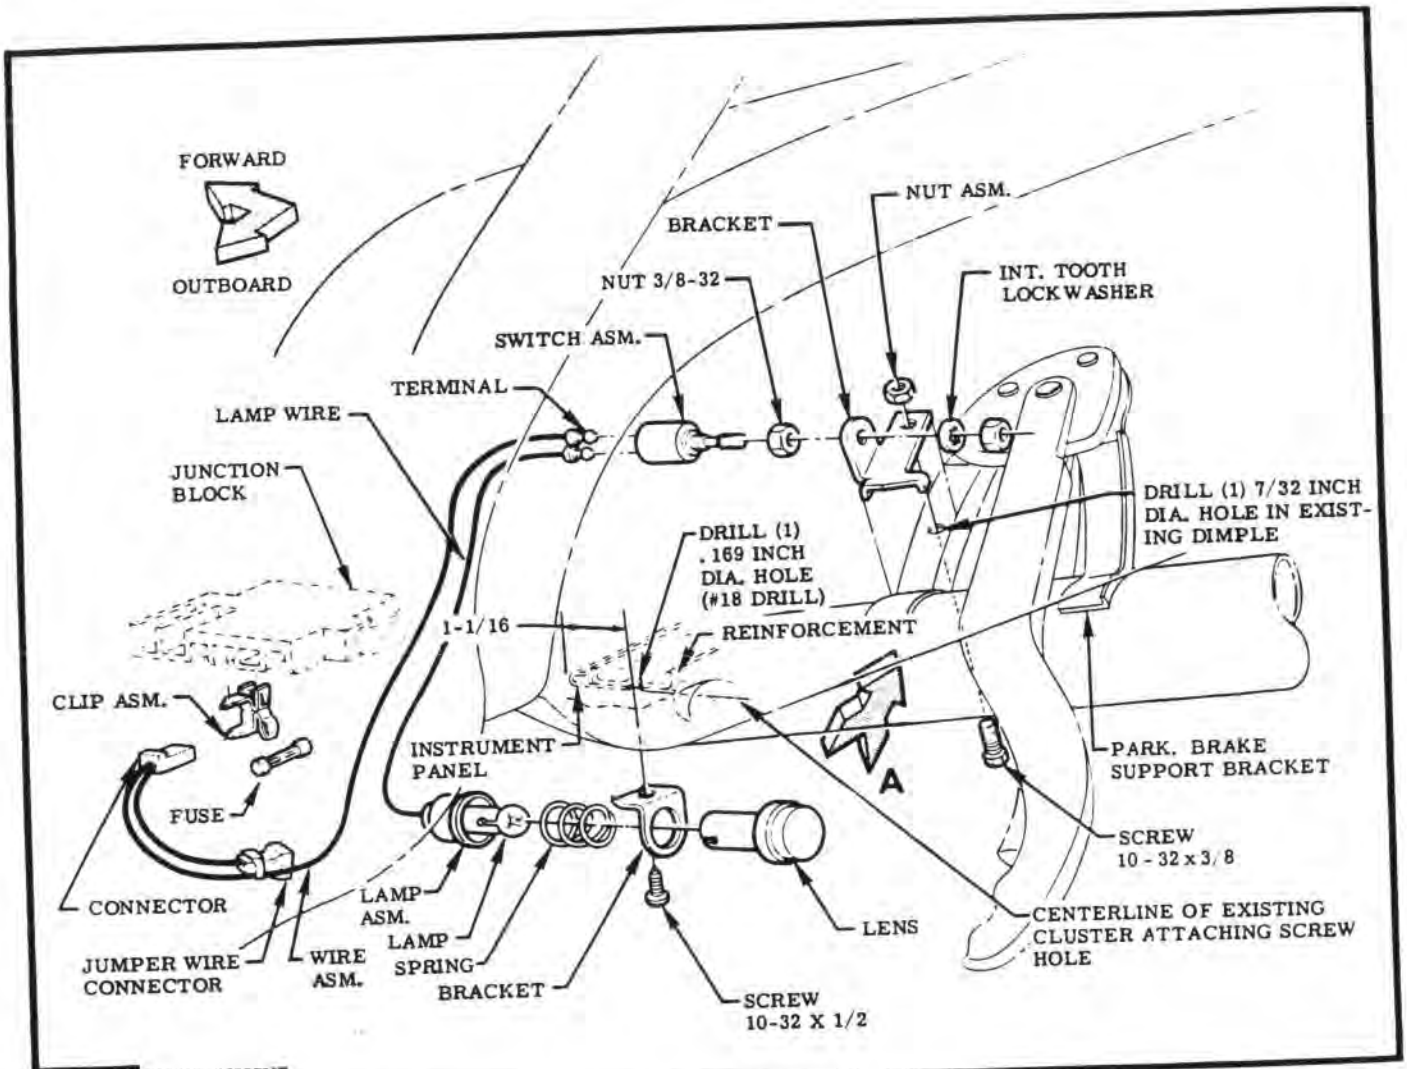

FIG. 1 ATTACHMENT
STEP 1 LOCATE, CENTER PUNCH & DRILL HOLE IN PARKING BRAKE SUPPORT BRACKET. SEE FIG. 1.
STEP 2 ATTACH SWITCH TO BRACKET WITH PROVIDED WASHER & NUTS. SEE FIG. 1.
STEP 3 ATTACH SWITCH & BRACKET TO PARK BRAKE SUPPORT BRACKET WITH PROVIDED NUT & SCREW. SEE FIG. 1.
STEP 4 LOCATE, CENTER PUNCH & DRILL HOLE IN INSTRUMENT PANEL & REINFORCEMENT. ATTACH BRACKET WITH SCREW PROVIDED. SEE FIG. 1.
STEP 5 DISASSEMBLE LAMP ASM. & INSTALL LAMP IN SOCKET & REASSEMBLE TO BRACKET. SEE FIG. 1.
STEP 6 ATTACH TERMINAL END OF WIRE TO SWITCH & ROUTE WIRE ASM. TO JUNCTION BLOCK. SEE FIG. 1.
STEP 7 INSERT CLIP & FUSE INTO OPENING IN JUNCTION BLOCK MARKED "HEATER-B.U. LPS." & PLUG IN CONNECTOR. SEE FIG. 1. **NOTE** If receptacle is occupied, remove existing wire & connect to jumper wire. Discard fuse & clip.